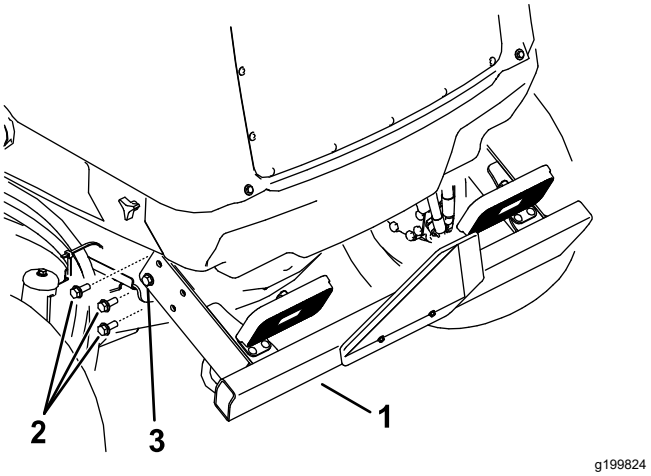

Figur 112
2. Ta bort de tre flänsskruvarna från båda sidor av den bakre stötdämparen såsom visas i Figur 112.
6. Höj den bakre stötdämparen på plats och montera flänsskruvarna. Dra åt alla flänsskruvarna som fäster den bakre stötdämparen vid ramen (Figur 112).